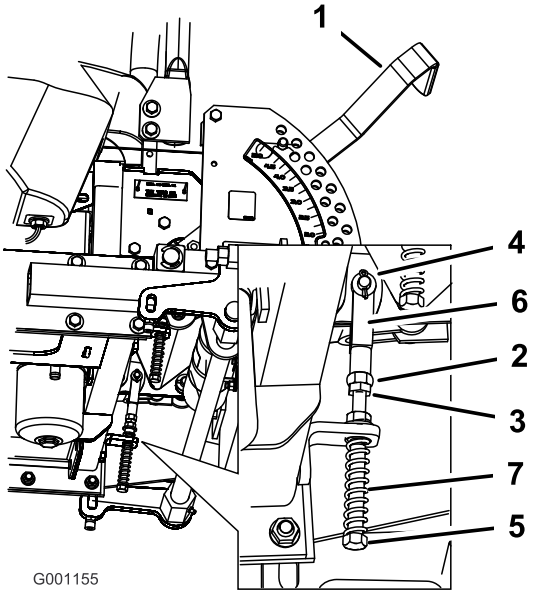

Figur 77
8. Lossa muttern och kontramuttern mot oket om justering krävs (Figur 77).
9. Dra rörelsereglaget något bakåt och vrid huvudet på justerskruven i rätt riktning tills rörelsereglagespaken är centrerad i det neutrala låsläget (Figur 77).
10. Dra åt muttern och kontramuttern (Figur 77).